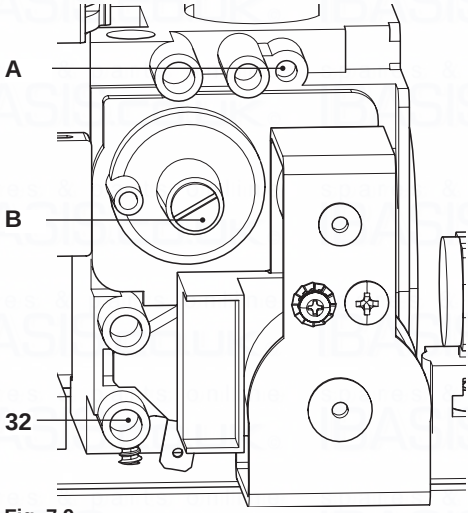

Fig. 7.9
- When the boiler is switched off (out of order), check the supply pressure by using the 32 point in Fig. 7.9 and compare the value read with that reported on the Gas supply pressure table in the "Technical Data" section (pag. 28 Inovia 25S ERP.
- Close well the pressure point 32 in Fig. 7.9.